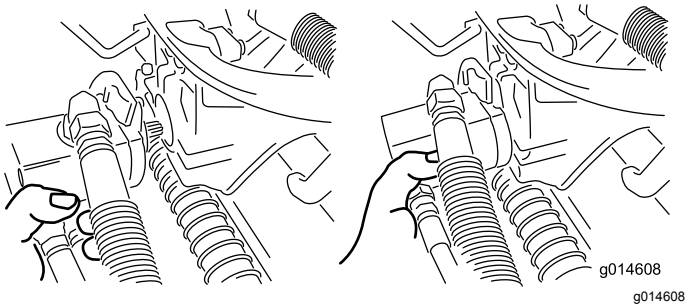

Figur 47
3. Flyt motoren hen i opbevaringspositionen foran på affjedringsarmen (Figur 47).